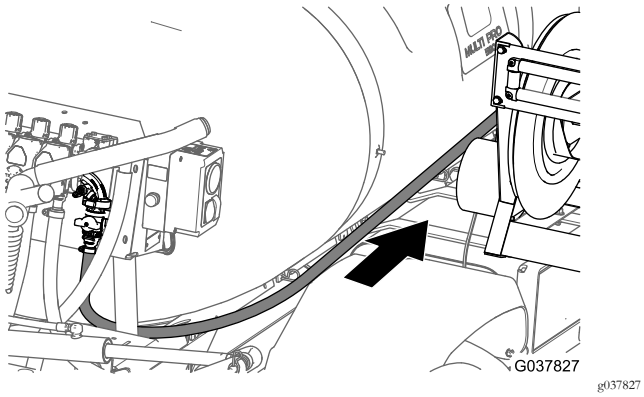

Figura 99
4. Enrute la manguera de alimentación hacia adelante junto al depósito de fumigación hacia el soporte del carrete de la manguera, y sujete la manguera al soporte del depósito con 3 sujetacables (Figura 99).